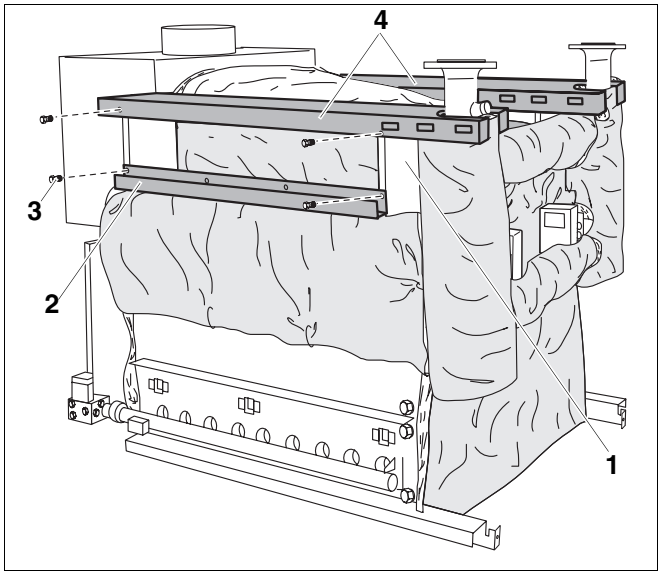

Afb. 55 Zijdelingse ketelafdekkap en kabelgoten monteren
- De beide zijdelingse ketelafdekkappen (afb. 55, **pos. 4**) worden op de consoles (afb. 55, **pos. 1**) gelegd en daar met schroeven met vlakke kop 3,9 x 9,5 (afb. 55, **pos. 3**) bevestigd.
- Schroef de beide kabelgoten (afb. 55, **pos. 2**) vooraan en achteraan aan de consoles (afb. 55, **pos. 1**) met schroeven met vlakke kop 3,9 x 9,5 (afb. 55, **pos. 3**) (onderste opening in de console).